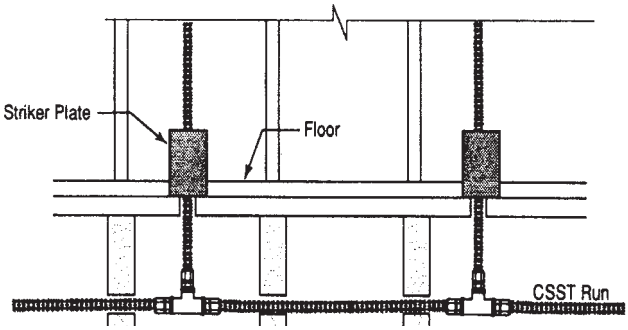

Figure: 4-4 Multiple outlets along main tubing run
3. Plusieurs sorties de gaz – lorsque plusieurs sorties sont prévues depuis un seul tronçon de canalisation. Chaque embranchement de sortie en aval peut être connecté à la canalisation principale à l'aide d'un raccord en T qui peut être situé dans un espace confiné. (Voir Figure: 4-4)